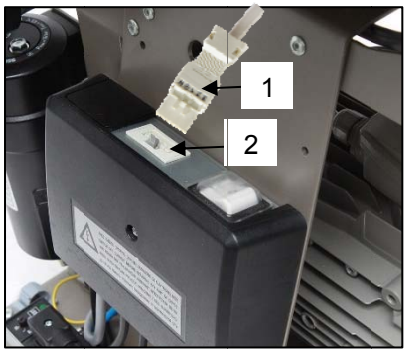

Abb. 11
- Verbinden Sie den Schrank mit dem Kompressor, indem Sie das Netzkabel mit dem Stecker in die Steckdose (2) stecken. (Abb. 11)
- Überprüfen Sie die Verbindung des Schranksteckers zum Kompressor. (Abb. 11)